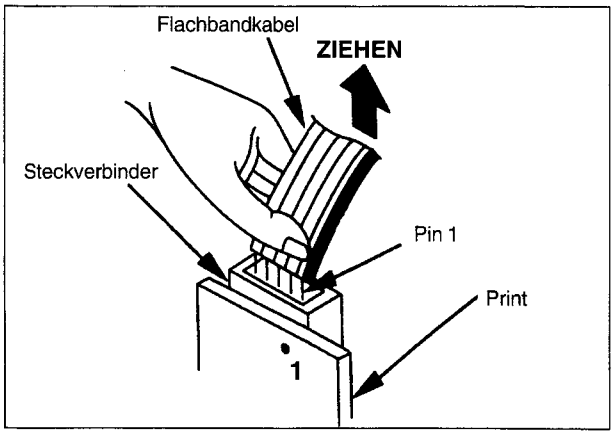

Abb. 1-3
Kabel vorsichtig herausziehen, ohne die einzelnen Leiter zu beschädigen (siehe Abb. 1-3).
1. Flachbandkabel so positionieren, daß die Striche auf dem Kabel mit den Stiften (Pins) des Steckverbinders übereinstimmen (siehe Abb. 1-3).